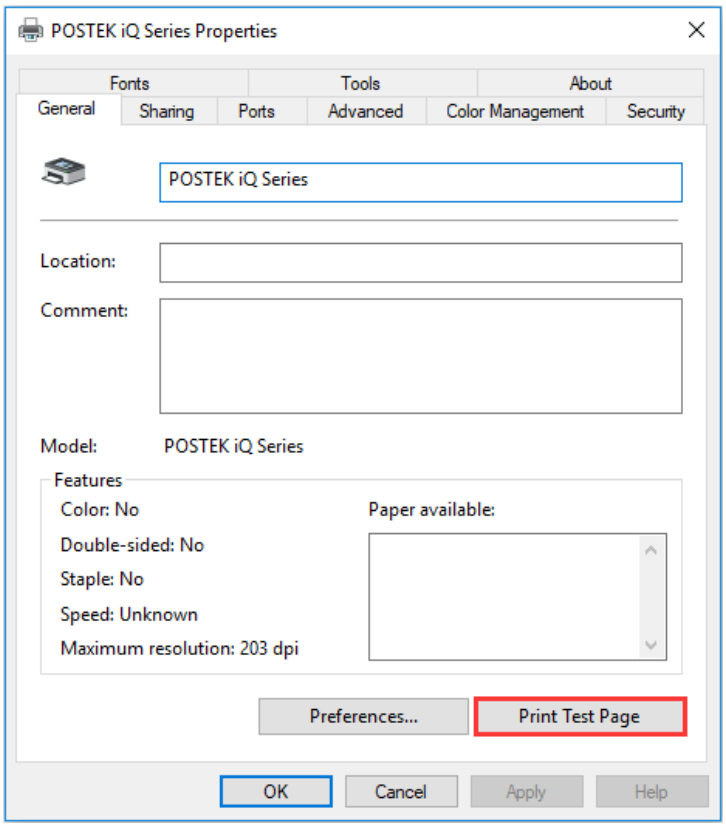

Figure 2-31 Print Test Page
9. Print a test page to see whether the printer is connected properly, as shown in Figure 2-31.